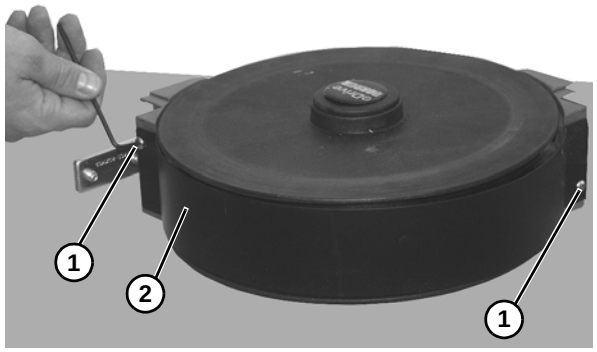

Figure 8
1. Remove two screws **(Figure 8, item 1)** and guard **(Figure 8, item 2)** from curve assembly.